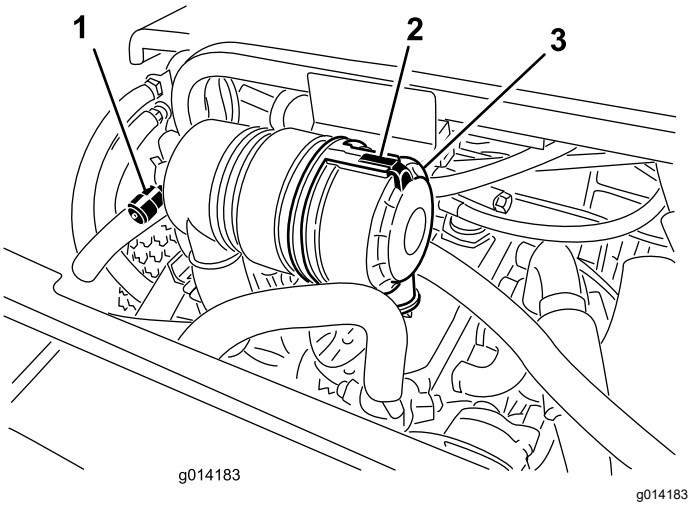

Figur 31
Utför service på luftrenarfiltret bara när serviceindikatorn (Figur 31) anger att det krävs. Om du byter luftfiltret tidigare ökar det risken för att smuts kommer in i motorn när du har avlägsnat filtret.
1. Lossa spärrhaken som fäster luftrenarkåpan på luftrenarhuset (Figur 31).